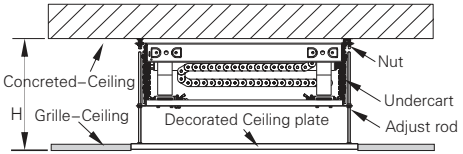

Figure3 Standard ceiling installation
A.If H<H1（Supposed it's Maximum H2）， can install project lift on the Concreted–Ceiling directly Check Figure 3.